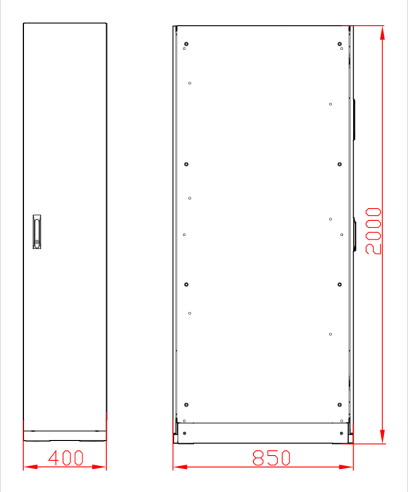

FIGURE 3-13 Combiner size, mm (400 × 850 × 2,000)
1. Choose the location from the combiner size (Figure 3-13) and the clearances (Section 3.4). The combiner can stand at the left, at the right or between the cabinets.